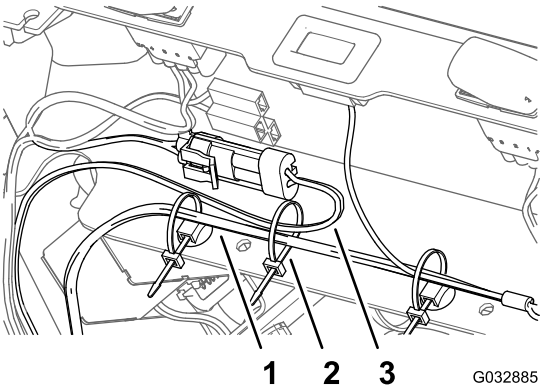

Figur 15
5. Fäst kablaget för lysdiodsatsen vid maskinkablaget med ett kabelband som i Figur 15.